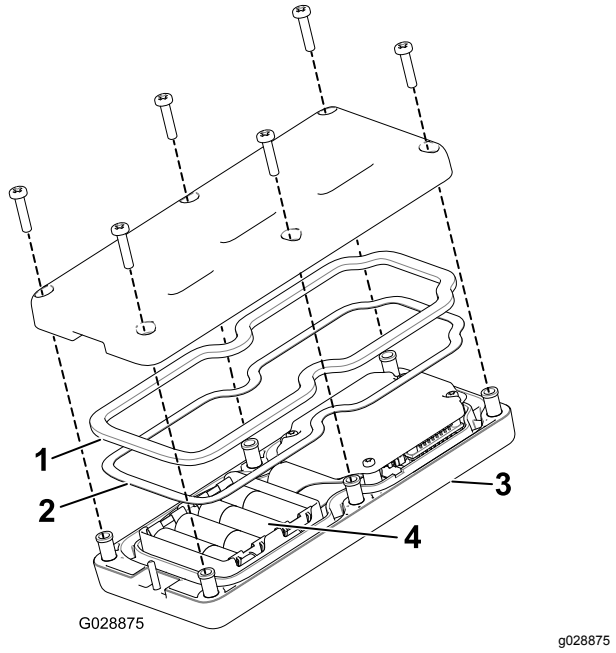

Figur 46
3. Afmonter de seks skruer fra bagsiden af styreenheden, og afmonter dækslet (Figur 46).
5. Placer de nye batterier i batterirummet. Sørg for, at de forbindes rigtigt. (Hvis batterierne ikke installeres korrekt, vil det ikke beskadige enheden, men den vil ikke virke.) I batterirummet findes der mærkater, der viser batteriernes poler (Figur 46).
6. Hvis du utilsigtet fjerner gummipakningen og stålpakningen, skal du forsigtigt sætte dem i kanalen igen i den håndholdte styreenhed (Figur 46).
7. Udskift dækslet, og fastgør det med de 6 skruer, du fjernede tidligere (Figur 46), og tilspænd dem til et moment på 1,5 til 1,7 N·m.